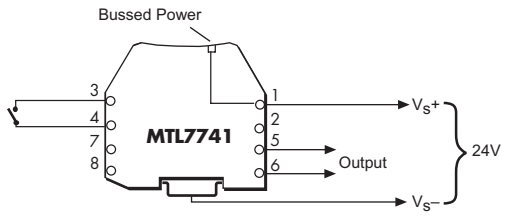

Figure 26: Test circuit for MTL7741
a) Connect the barrier as shown in figure 26.